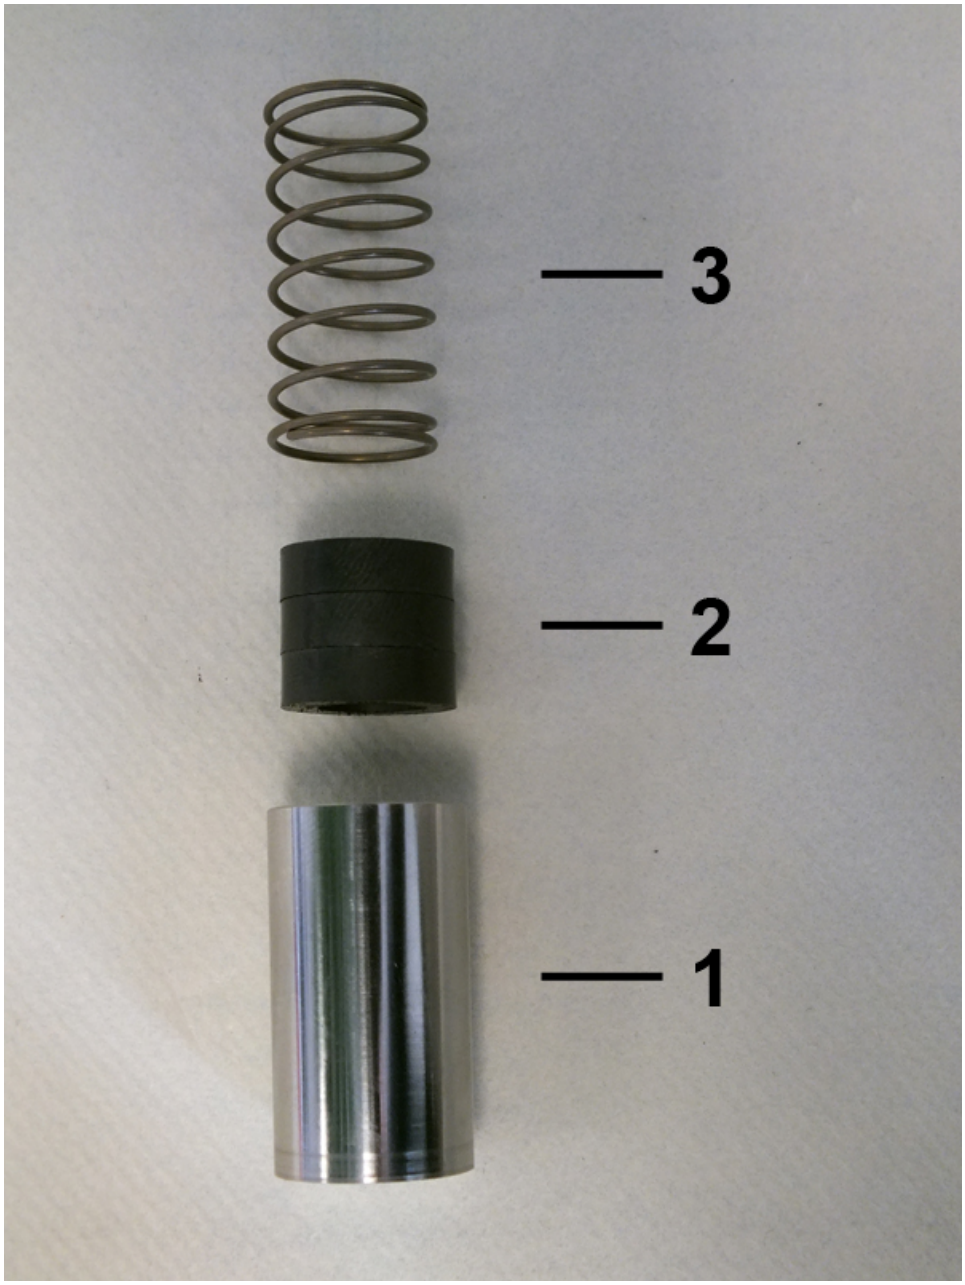

Fig. 48: Spring, magnets and float
12. The inner parts of the flow monitor consist of the spring (*Fig. 48*/3), magnets (*Fig. 48*/2)and float (*Fig. 48*/1).